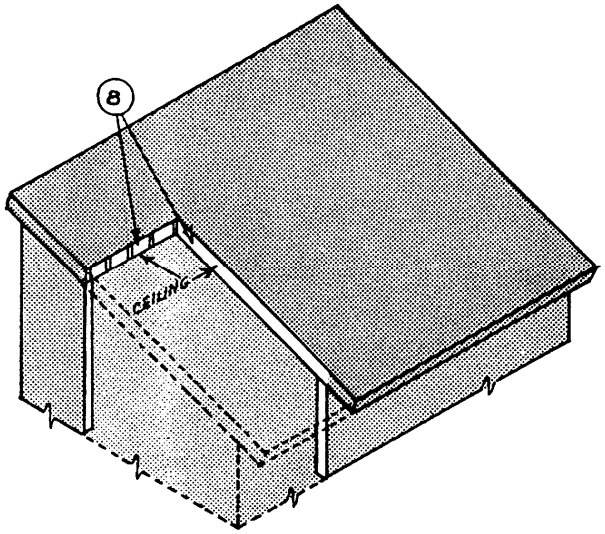

Fig. 50 **NO ATTIC SHED** *ROOF*
- In both types the ceiling can either be carried on the base of the roof rafters as shown in the illustrations, figures 50 and 51, or ceiling joists may have been used to create a cavity between the ceiling level and the roof.